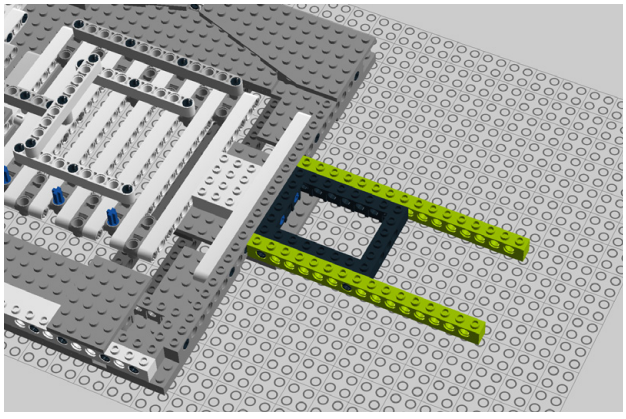

Figure 8-43. *Step 38: Adding a pair of Technic bricks*
38. Connect two 16M Technic bricks to the 6x8 brick, as shown in Figure 8-43.